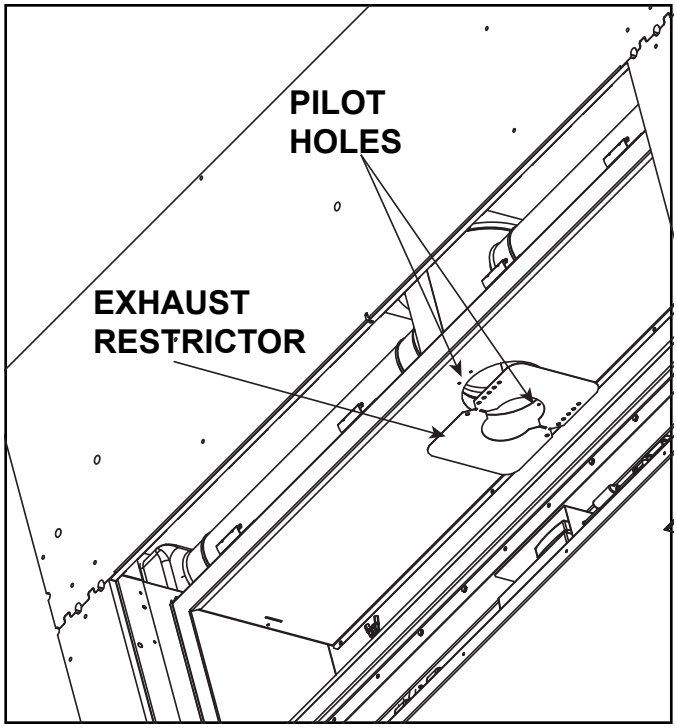

**Figure 4.15 Exhaust Restrictor**
1. Locate the two pilot holes in the inside firebox chamber as shown in Figure 4.15.